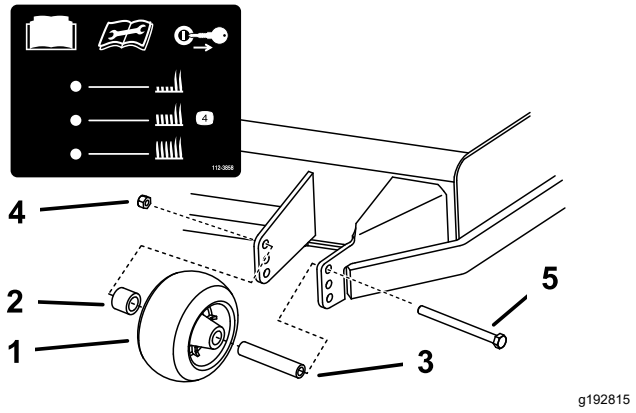

Figuur 30
3. Stel de antiscalpeerrollen af zoals wordt getoond in Figuur 30.